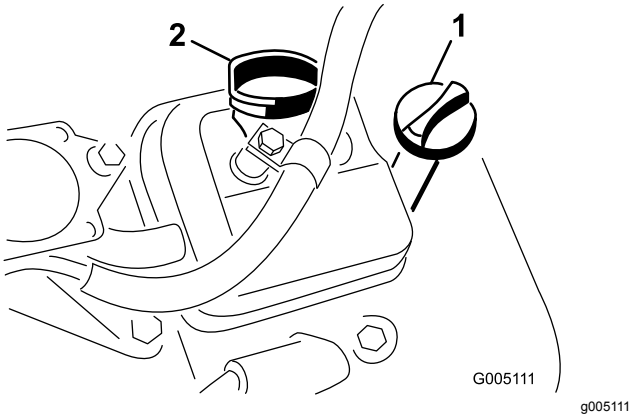

**Figur 26**
3. Sæt målepinden ned i målepindsrøret, og skru den ind i røret (Figur 26).